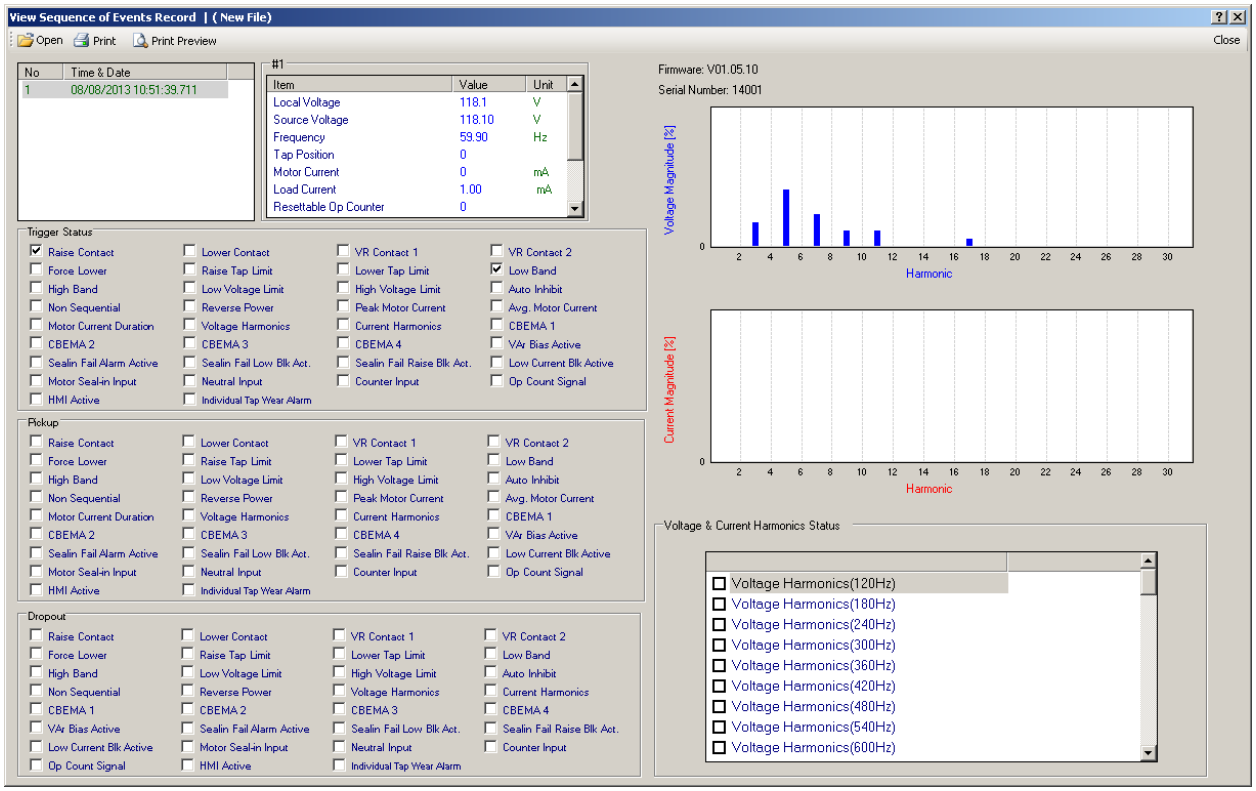

Figure 2-19 View Sequence of Events Dialog Screen
4. Select **OK**. TapTalk will display Figure 2-19, "View Sequence of Events Record" dialog screen.
2. Select **Setup/Sequence of Events/ View** from the TapTalk toolbar. TapTalk will display a "View Sequence of Events Record" dialog screen (Figure 2-19).